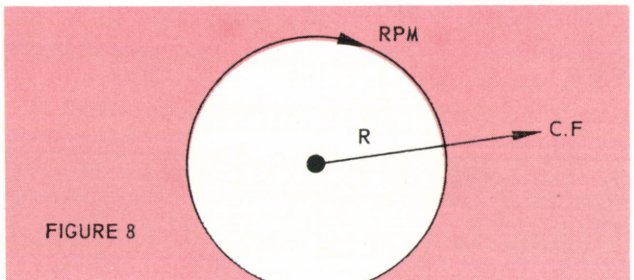

FIGURE 8
Figure 8 has a radius (R) rotating at a given rpm. Centrifugal force is acting outward from the circle, tending to pull the circle apart. The value of this force depends on the weight of the object, the length of the radius, and rpm. The